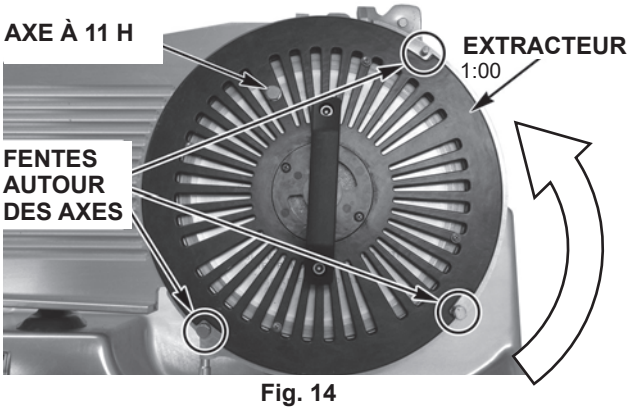

Fig. 14
- Placez l'extracteur sur le couteau (Fig. 14). Les trois fentes sur l'extracteur correspondent aux trois axes sur le protège lame (Fig. 14).